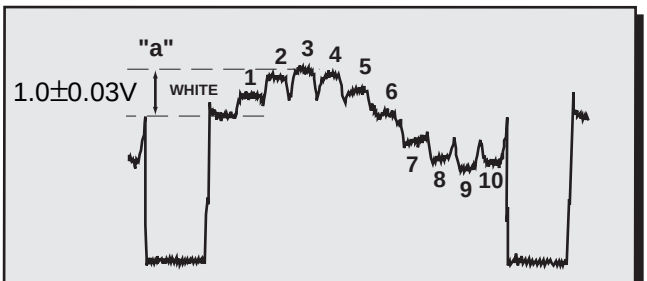

Figure 27. **TP47R waveform**
6. In Serviceman Mode adjust “COLOR” data so that the amplitude “a” is 1.0±0.03V. (See Fig. 27)